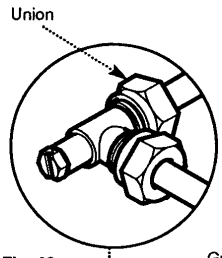

Fig. 46
2. Undo the gas supply at the disconnecting union. If necessary remove any pipework between the union and inlet adaptor (Fig. 46)).